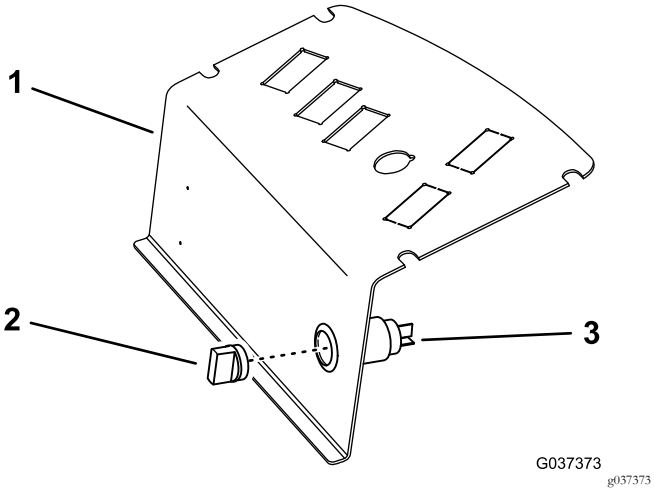

Figure 6
8. En passant par le côté siège du panneau de commande, insérez la prise d'alimentation dans le trou et fixez-la avec la coque extérieure, puis insérez le chapeau dans la prise (Figure 6).